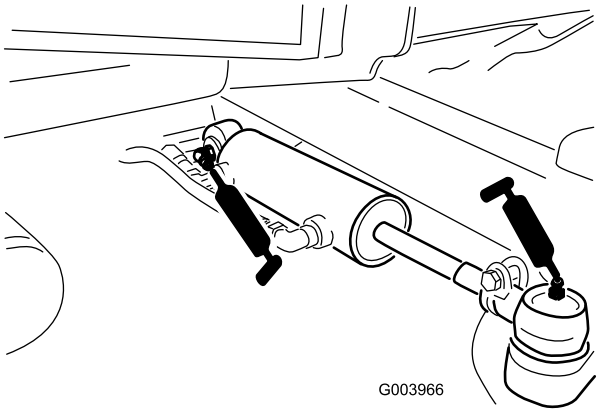

Figur 53
- Styretøjscylinderens kugleled (2) (Figur 53)